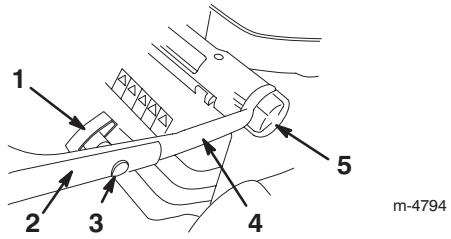

Bild 2
2. Lockern Sie die Höheneinstellräder am Griff und drehen das Unterteil des Griffs in Richtung Rückseite des Rasenmähers, bis es einer in Bild 2 dargestellten Höheneinstellung ist.
4. Sichern Sie den oberen Handgriffteil mit den Ovalkopfschrauben und Griffeinstellrädern am unteren Teil ab (Bild 2). *Ziehen Sie die Räder gut fest.*
Sie können den Handgriff auf drei verschiedene Höhen einstellen: hoch, mittel und tief (Bild 2). Wählen Sie die Griffhöhe, die für Sie am bequemsten ist.